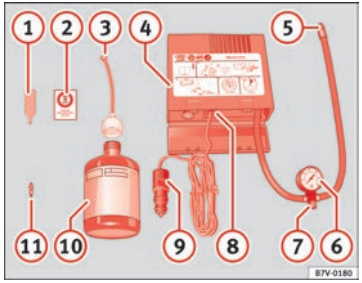

Fig. 142 Tyre repair kit components
The valve extractor (1) ⇒ Fig. 142 has a slot in its lower end that fits onto the valve insert. This is used to remove the valve insert from the tyre and to replace it. This is also valid for the spare valve insert (11).
– Fix the sticker (2) ⇒ Fig. 142 ⇒ page 212 onto the dash panel where the driver will see it.
– Using the valve extractor (1), unscrew the valve insert and place it onto a clean surface (cloth, paper, etc.) ■
– Shake the tyre sealant can (10) ⇒ Fig. 142 ⇒ page 212 thoroughly several times.
– Attach the flexible filling hose (3) onto the can (10). The foil sealing the can will be automatically pierced.
– Remove the cap from the flexible filling hose (3) and insert the open end as far as it will go into the tyre valve.
– Hold the can (10) upside down and fill the complete contents of the can into the tyre.
– Screw the valve insert back into the tyre valve using the valve extractor (1).
– Screw the tyre filling hose (5) ⇒ Fig. 142 ⇒ page 212 firmly onto the tyre valve.
– Make sure that the bleed screw (7) is closed.
– Plug the connector (9) into the 12-volt power socket.
– Turn the air compressor on with the switch (8).
– If it is not possible to achieve an air pressure of 2.0-2.5 bar (29-36 psi / 200-250 kPa), unscrew the tyre inflator tube (5) from the tyre valve.
– Screw the flexible hose from the air compressor (5) back onto the tyre valve and repeat the inflation process.